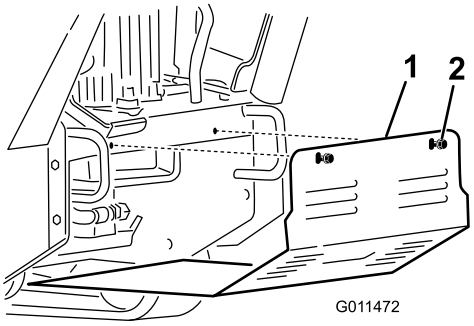

**Rysunek 26**
2. Stopniowo poluzuj 2 śruby mocujące osłonę dolną do momentu zwolnienia osłony (Rysunek 26).
2. Wsuń osłonę dolną do maszyny, tak aby oparła się na wszystkich 4 występach (Rysunek 26).